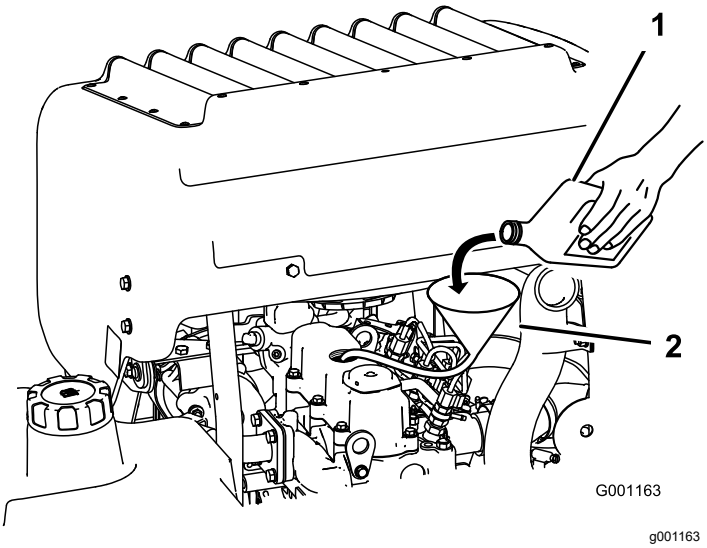

Figuur 64
3. Gebruik een slang en een trechter om olie in de motor te gieten (Figuur 64).